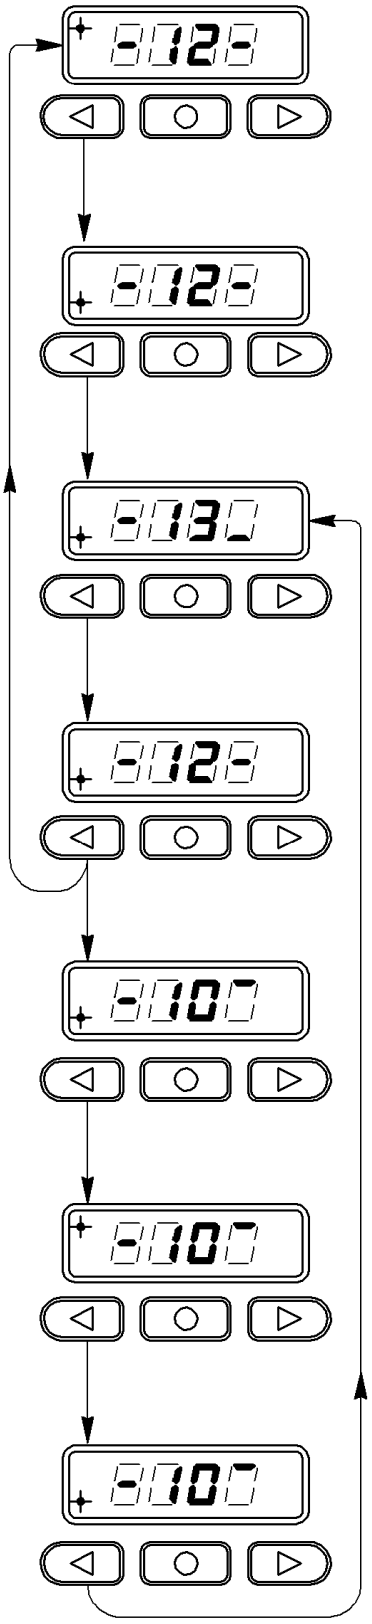

Bild 6.3. - Menü, das mit der linken Taste umgeschaltet wird
6.2.4 *Vorgehen bei der Arbeit mit dem Pult*. Beim Anschluss der Standheizung an das elektrische Netz des Automobils leuchtet die Anzeige des Temperatursensors, der im Pult eingebaut ist. Eine negative Temperatur wird mit dem Zeichen Minus aufgeführt. Die Bewegung im Hauptmenü wird mit der Taste „⇦“ (Bild 6.3) durchgeführt. Mit der Taste „⇨“ wird die Aktivierung/Deaktivierung des „Bereitschaftsmodus“ durchgeführt.